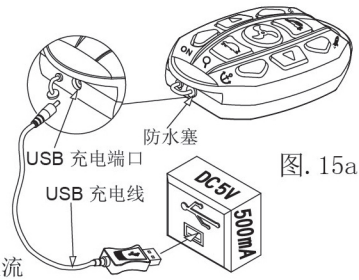
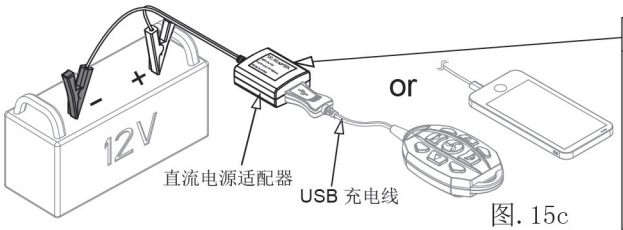
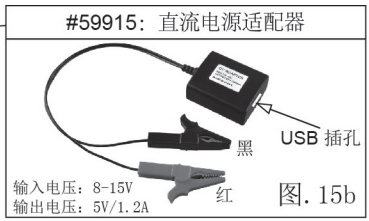

图. 15a
图. 15c
图. 15b
2. 遥控器电量饱和时可以连续使用约48小时，建议外出游玩时携带移动电源（如图. 15a）或另行购买我们的产品#59915：直流电源适配器（如图. 15b），可以给遥控器和手机充电！（如图. 15c）